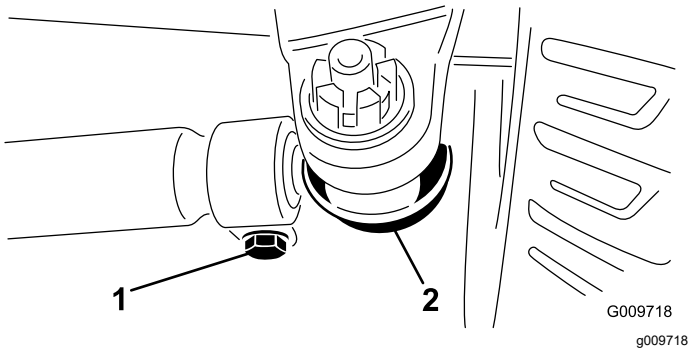

Figur 109
3. Fjern splinten og mutteren fra begge kuleleddene til parallellstaget når du vil justere (Figur 109). Fjern parallellstagets kuleledd fra støtten til akselkassen.
4. Løsne klemmene på begge sider av parallellstagene (Figur 109).